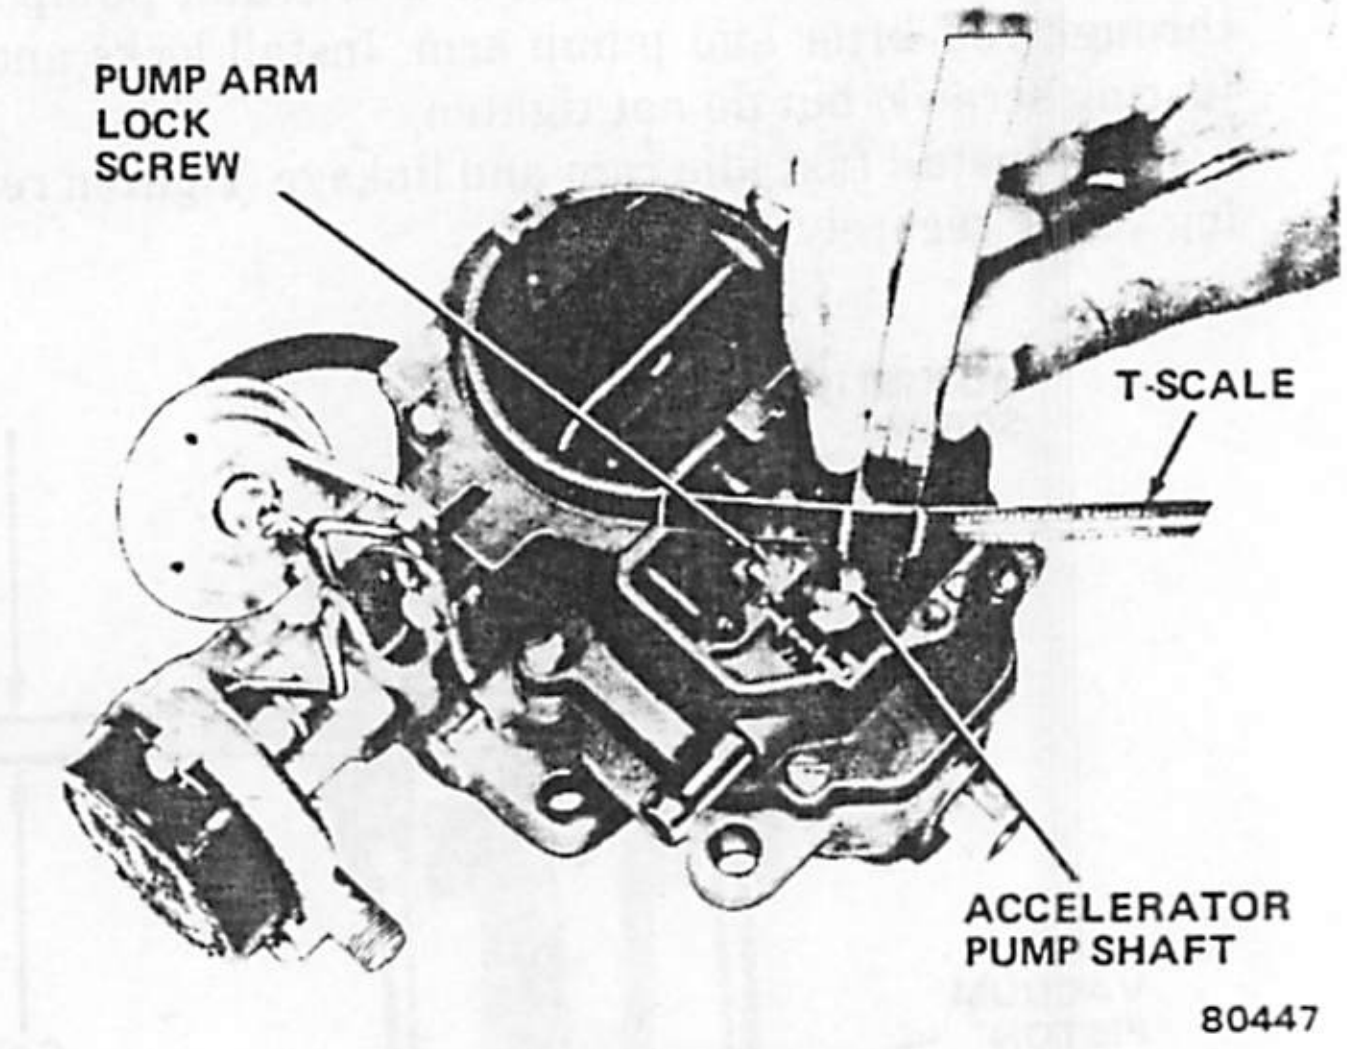

Fig. 1J-110 Accelerator Pump Adjustment
(1) Remove dust cover.
(2) Back off idle speed adjustment screw to completely close throttle valves. Open choke valve so that fast idle cam allows throttle valves to seat in bores.
(3) Turn idle speed adjustment screw in until it barely contacts stop. Then continue two complete turns.
(4) Measure distance between surface of air horn and top of accelerator pump shaft (fig. 1J-110). Refer to Specifications for correct dimension.
(5) Loosen pump arm adjustment lock screw and rotate sleeve to adjust pump travel to correct distance. Tighten lock screw.
(6) Install cover and screws.